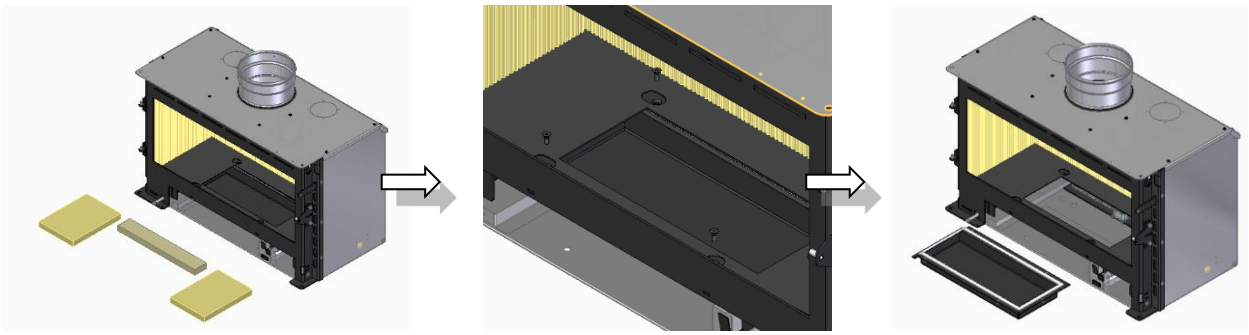

Figura 45 – Remoção das vermiculites do fundo e da gaveta
c. Remover as vermiculites do fundo do interior da câmara de combustão e de seguida desapertar os parafusos do fundo que fixam a caixa, por sua vez a caixa depois de desapertada, sai por baixo do equipamento, ver Figura 45.